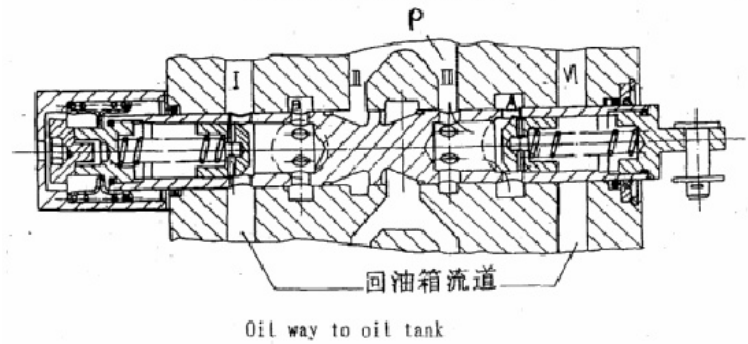

Fig. 3.7-4 The inclining position forward of slide valve for bucket
(3) Bucket incline forward (turn down), see fig. 3.7-4.